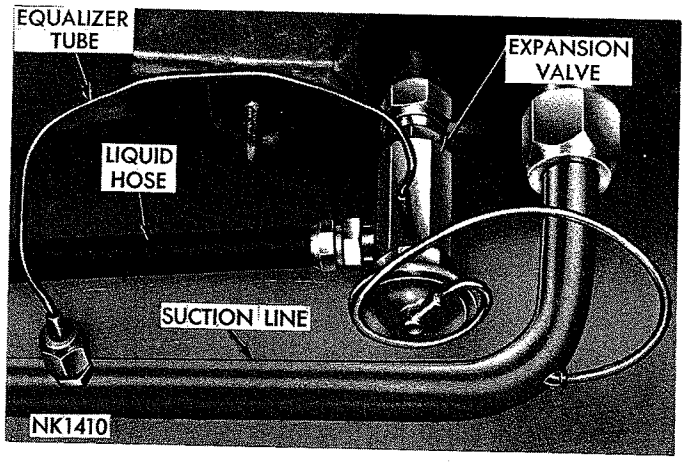

*Fig. 68—Expansion Valve Installed*
(1) Disconnect equalizer from suction line fitting (Fig. 68).
(2) Disconnect expansion valve from liquid line and evaporator. Use two wrenches to loosen each of these connections.
(3) Carefully pull out capillary sensing tube from suction line well.
(4) Remove rubber seal from the capillary sensing tube. Inspect condition of inlet screen.